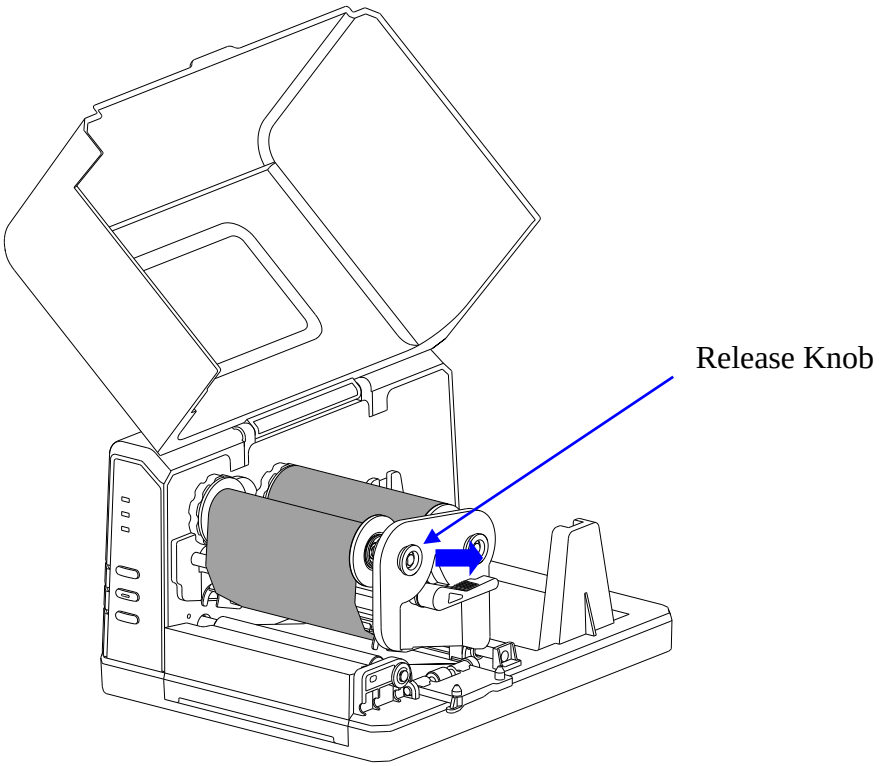

Figure 2-9 Place the Core on Ribbon Take-up
5. Pull the Release Knob of the Ribbon Take-up compartment outwards to load spare core in the Ribbon Take-up compartment. See Figure 2-9.